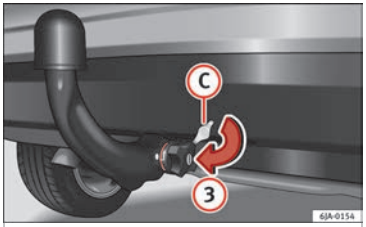

Fig. 198 Placing the key slot cover.
– Switch off the manual regulator lock with key (B) by turning the key fully to the right in the direction of arrow (1) – the arrow in the key displays the “locked” symbol.
– Remove the key in the direction of arrow (2).
– Place cover (C) over the manual regulator lock in the direction of arrow (3) ››› **Fig. 198**.